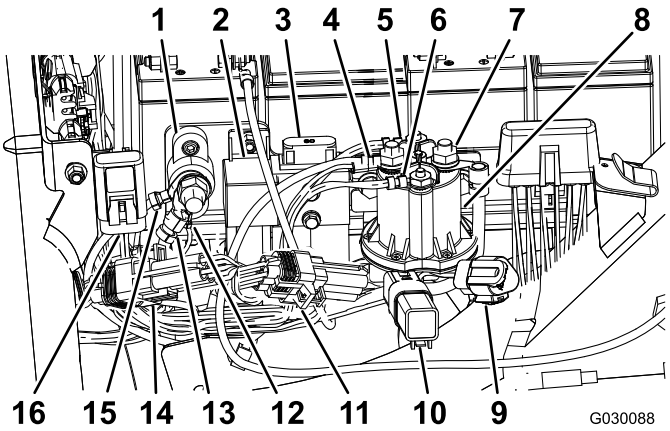

Figur 9
11. Fjern og kast hetten til sikringen (10 A, 58 V) som vist i Figur 9.
12. Sett tilkoblingspunktet med sikringen (10 A, 58 V) inn i den eksisterende hetten på maskinrammen (Figur 9).
13. Koble relékontakten til el-spolene (P07) som vist i Figur 9.
14. Koble til 90-graders sidekontakt med bryter (J07) på ledningssatsen til det bakre tilkoblingspunktet på kontaktoren (48 VDC), og fest den til tilkoblingspunktet (Figur 9).
16. Koble de to koblingene til hovedkontaktorspolen til kontaktoren (48 VDC) som vist i Figur 9.
17. Koble ledningen som er merket Battery Side og frakoblingsledningen til batteriet til det fremre tilkoblingspunktet på kontaktoren (48 VDC) som vist i Figur 9.
19. Koble til ID-modulen (P08) som vist i Figur 9.
20. Koble til CAN-grensesnittmodulen (P10) som vist i Figur 9.
24. Koble jordklemmene (J06 og J08) til jordingsblokken (Figur 9).